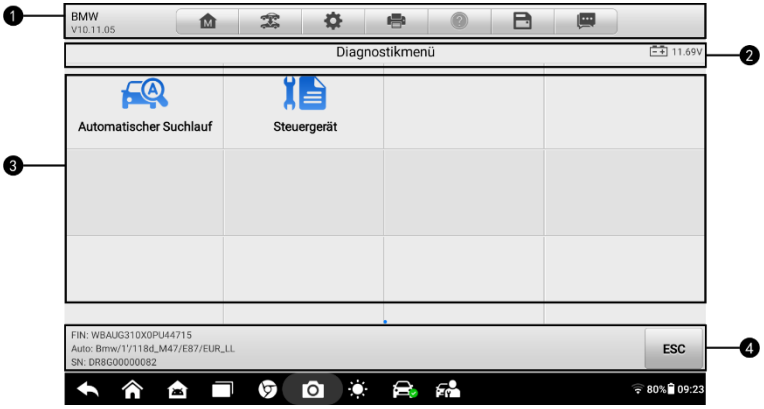

Abbildung 4-4
3. Wählen Sie **„Automatische Erkennung“** . Das Tablet beginnt mit der VIN-Suche im Steuergerät des Fahrzeugs. Sobald das Testfahrzeug erfolgreich identifiziert wurde, werden Sie zum Menü „Fahrzeugdiagnose“ weitergeleitet . Siehe *REF _Ref162444671 \h * MERGEFORMAT Abbildung 4.4: -Menü „ Diagnose“* .